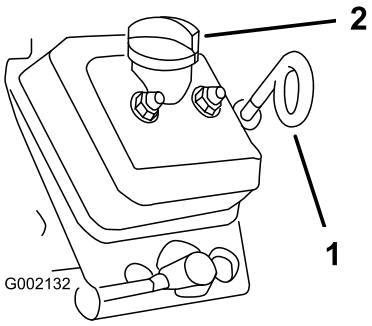

Figur 33
3. Använd en trasa och gör rent runt oljestickan och dess lock (Figur 33) så att smuts inte kan ramla ner i påfyllningsröret och skada motorn.
4. Ta ut oljestickan och torka av den (Figur 33).
5. Stick ned oljestickan i oljestickans rör och se till att den sitter ordentligt (Figur 33).
8. Sätt tillbaka påfyllningslocket (Figur 33).
9. Sätt ned oljestickan så att den sitter ordentligt (Figur 33).